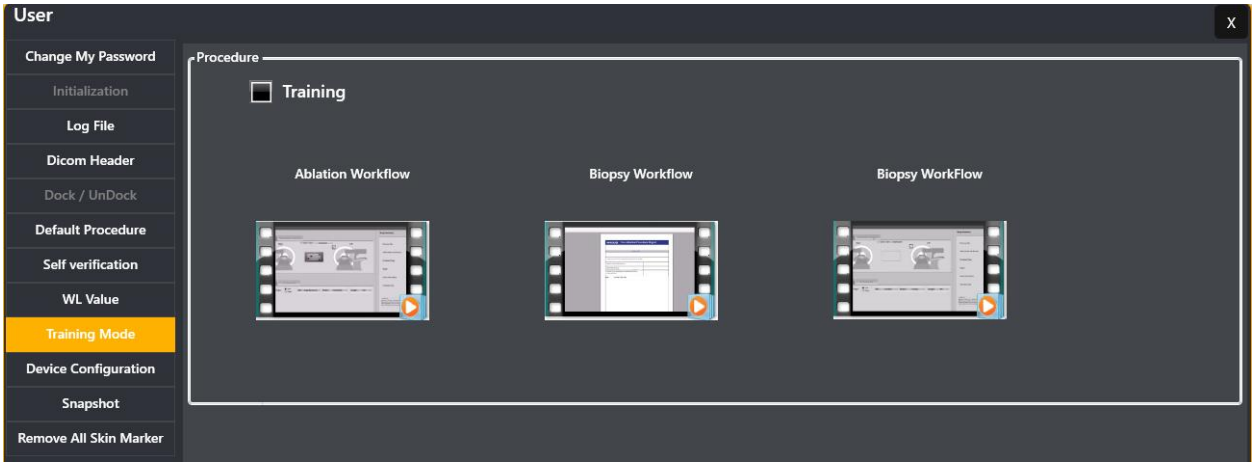

Figure 3.22 Application settings for training
9. Training Mode: User can select the training mode only in setup screen and once the training mode is selected the docking and table marker verification can be skipped and user can load old patient image and different CT station image for training. User can't do position in training mode. PET-CT fusion is also supported in Training Mode. Ablation, biopsy and Parallel needle workflow videos can be used for training and for U.S users with segmentation, without segmentation and Parallel needle workflow videos can be used for training as shown in figure 3.22